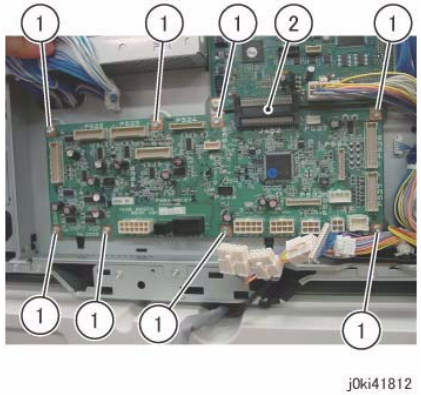

Figure 2 Remove the MD PWB
7. Remove the MD PWB. (Figure 2)